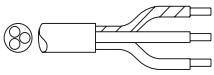

fig. 5
- (fig. 5) Bij 1N~ 230V (3 aderige kabel).